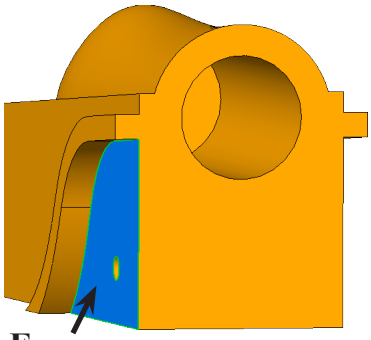

Fig. 117
Step 3. Click the **side face under the fender**, **Fig. 117**.